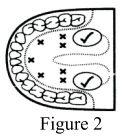

Figure 2
a) **Oral Use:** Place thermometer under tongue as indicated by " √ " position shown in Figure 2. Close your mouth and breathe evenly through the nose to prevent the measurement from being influenced by inhaled/exhaled air. Normal temperature between 35.7 ℃ and 37.3 ℃ (96.3 ℉ and 99.1 ℉).